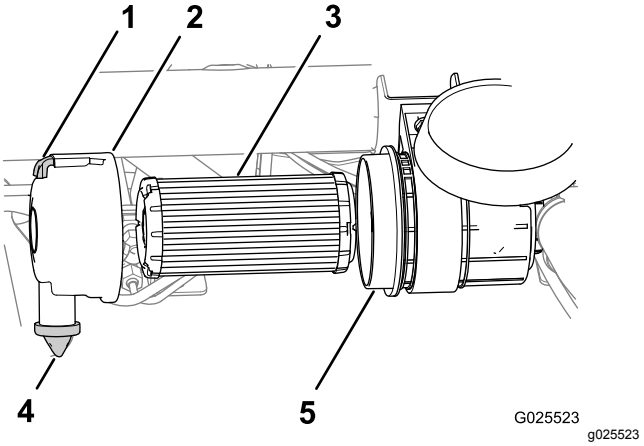

図 40
1. ラッチを引いて外し、カバーを左にひねってボディーからはずす図 40。
3. ハウジングからエアフィルタを外す図 40。
4. エアフィルタのカバーとハウジングの内部をきれいに拭く図 40。
5. カバーについているゴム製のダストバルブを取り外す図 40。
6. エアクリーナのカバーについている異物排出ポートとダストバルブの内部を清掃し、ダストバルブを元通りに取り付ける図 40。
8. エアフィルタをボディ内部にしっかり取り付ける。エレメントの外側のリムを軽く押さえて確実にハウジングに密着させる図 40。
9. エアフィルタのカバーをダストバルブの6時の位置カバーの左側から見た時の位置に合わせる図 40)。
10. エアフィルタにラッチを掛けて固定する図 40。